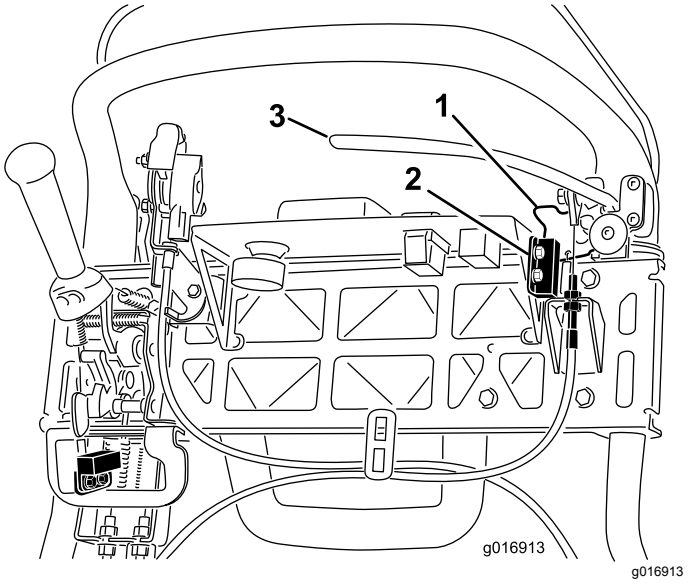

**Rysunek 45**
4. Poluzuj i zdemontuj elementy mocujące wyłącznika blokady (Rysunek 45).
5. Umieść podkładkę o grubości 1,6 mm między zapadką hamulca postojowego a wyłącznikiem blokady (Rysunek 45).
4. Aby zwiększyć napięcie linki, poluzuj górną nakrętkę linki i dokręć dolną nakrętkę linki (Rysunek 45) do momentu, aż zwolnienie zapadki hamulca postojowego będzie wymagało przyłożenia do uchwytu dźwigni hamulca siły 156 N.